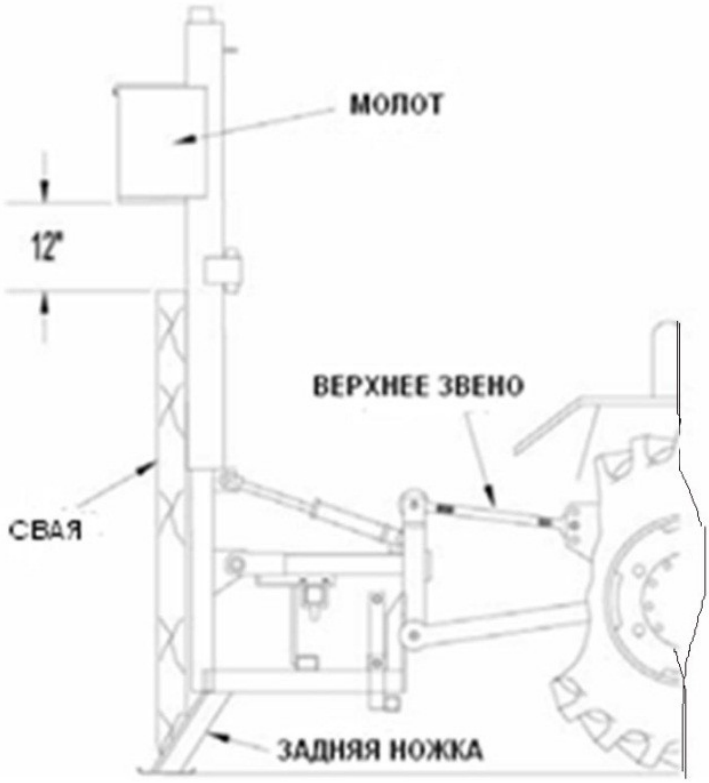

Рисунок 5.3
1) (См. рисунок 5.3) Перед началом вбивания свай, совершите полный оборот двух наклонных цилиндров. Если столбастав не использовался в течение определенного периода времени, наклонный цилиндр молота может сползти, образуя пустоту в цилиндрах. Это движение цилиндра вызвано недостатком давления масла в цилиндрах, когда столбостав не используется. Чтобы уплотнения поршня удерживали масло, должно быть достаточно гидравлического давления в цилиндрах, чтобы деформировать уплотнение. Такая деформация оттолкнет уплотнение к стенке цилиндра и поршневой группе, обеспечивая маслостойкость уплотнения.